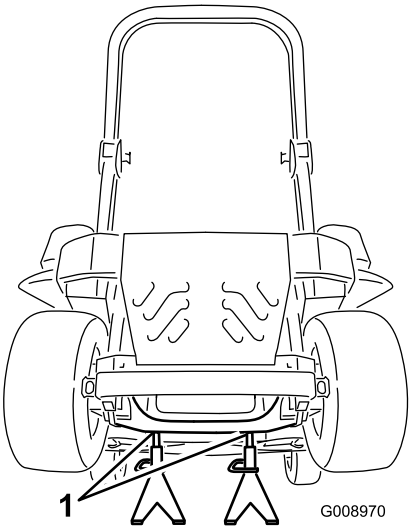

**Figure 82**
3. Raise the machine and support it with jack stands (Figure 82).
9. Remove the jack stands and lower the machine (Figure 82).